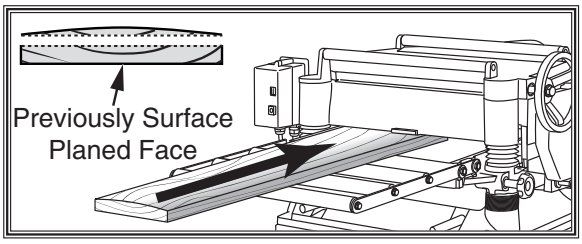

Figure 25. Surface plane on a thickness planer.
2. **Surface Plane on a Thickness Planer**: The opposite face of the workpiece is surface planed flat with a thickness planer (see **Figure 25**).